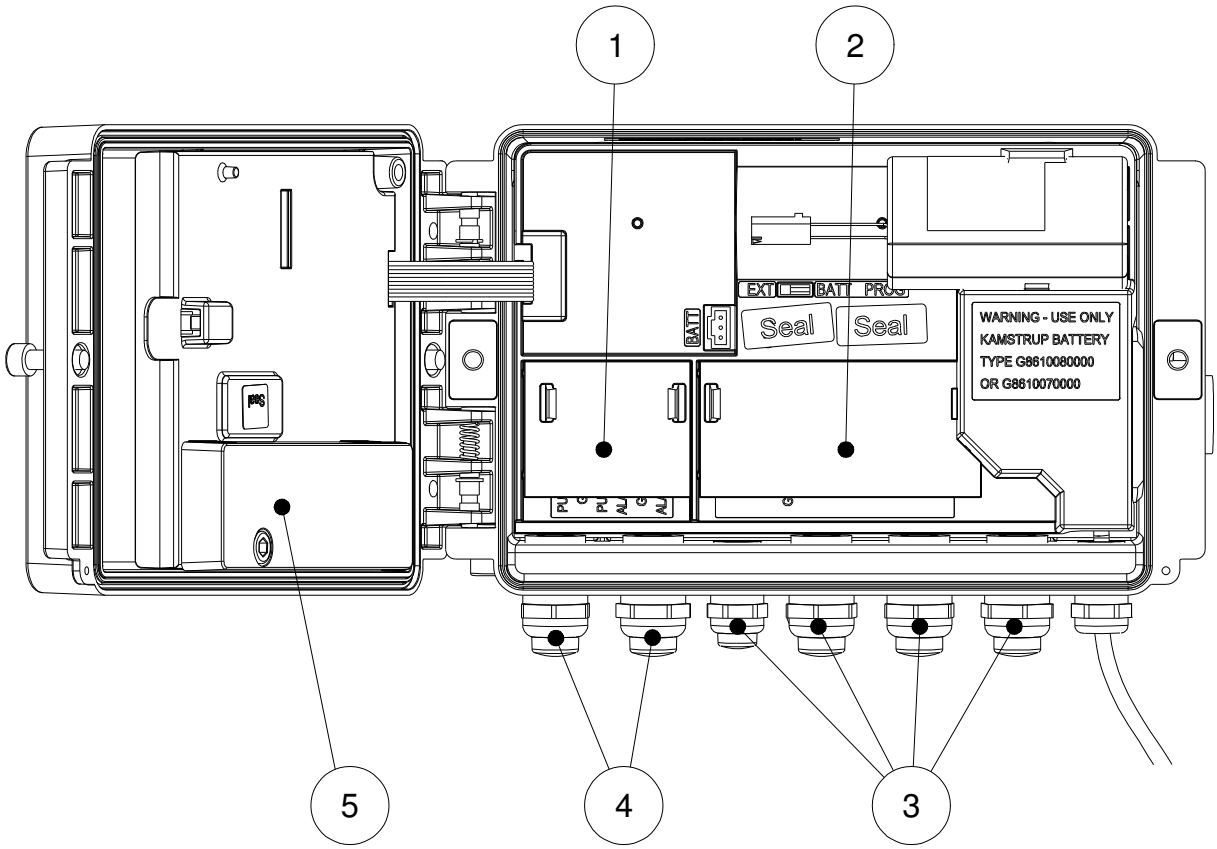

Abbildung 1. Klemmen-Abdeckungen und Kabeldurchführungen für Ein- und Ausgänge
6. Die Verkabelung darf nur durch die dazu bestimmten Kabeldurchführungen geführt werden, siehe Abbildung 1.
7. Die transparenten Kunststoff-Klemmenabdeckungen der Ein- und Ausgänge müssen vorhanden sein, siehe Abbildung 1.